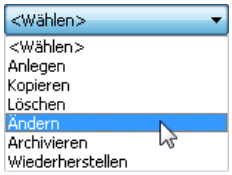

Bild 26.21 – Ändern eines Logos
- Aktivieren Sie das gewünschte Logo und wählen Sie aus dem Listenmenü *Ändern* (Abb. 26.21).